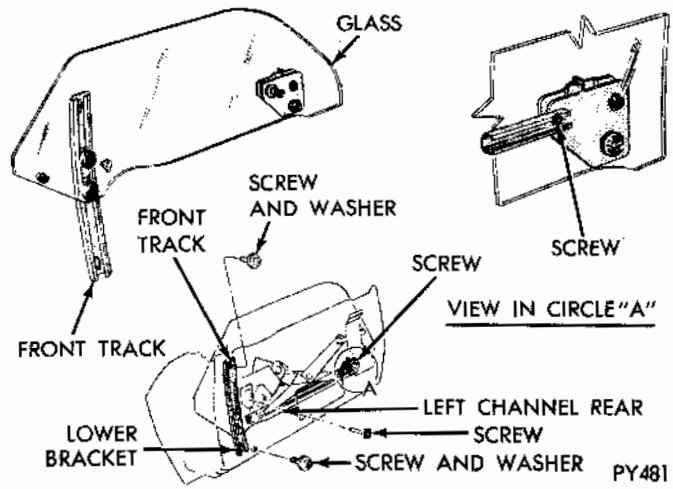

Fig. 7 - Front Door Glass Installation
(1) Install glass rear stabilizer track slides, front track, up-stops and lift fastener to front door glass opening at belt, hold track from sliding off slides while installing. (Fig. 7)
(2) Lower assembly gently to bottom of door, making sure that glass is outboard of regulator arms and front track is inboard of lower support.
(3) Position front track and bracket assembly to belt reinforcement using access hole in door and snug secure with screw and washer.
(4) Position front track and bracket assembly lower end to support.
(5) Secure with screw and washer.
(6) Raise glass by hand so that lift channel rear attachment slot can be inserted between screw head and washer on rear stabilizer assembly. Push lift channel rearward and secure with loosely installed screw.
(7) Align front slot in lift channel with hole in glass lift fastener and secure with screw to glass front.